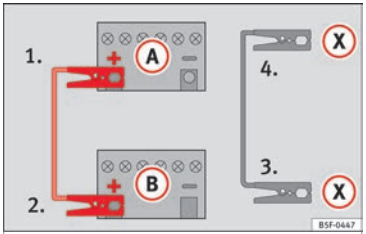

Fig. 77 Diagram of connections for vehicles with Start-Stop system.
– *For vehicles with Start-Stop system:* connect one end of the *black* jump lead (X) to a suitable ground terminal, to a solid piece of metal in the engine block, or to the engine block itself ››› Fig. 77.
5. Connect the other end of the *black* jump lead (X) to a solid metal component bolted to the engine block or to the engine block itself of the vehicle with the flat battery. Do not connect it to a point near the battery (A).